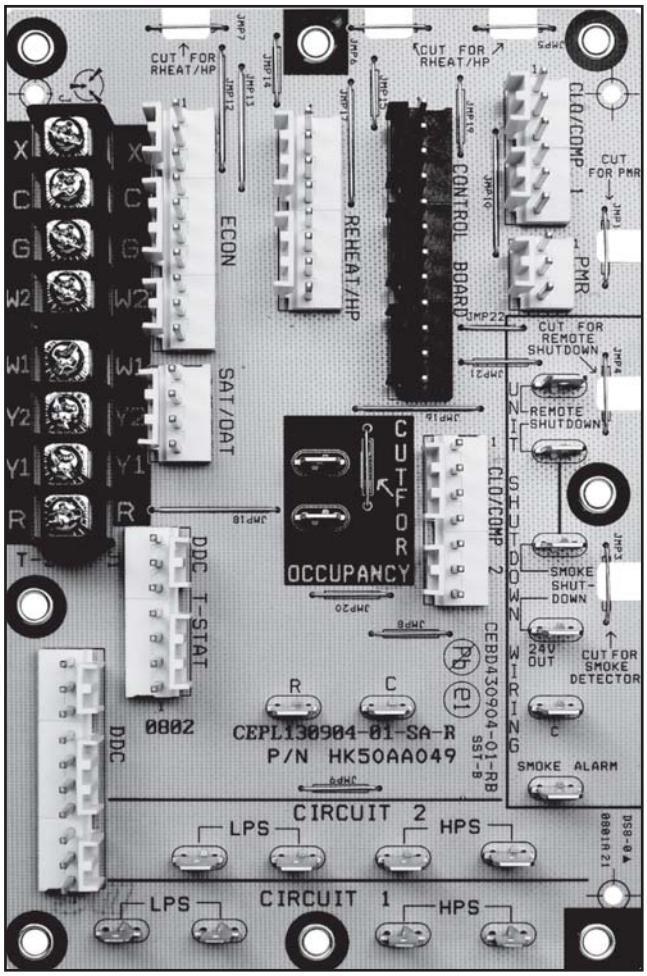

Fig. 34 – Central Terminal Board
2. O controlador deve estar no modo ocupado para acionar os ventiladores do exaustor motorizado. Para deixar o controlador no modo ocupado, verifique o jumper "CUT FOR OCCUPANCY" na Placa Central de Terminais (consulte a Fig. 34).
3. Coloque o fio de ligação nas entradas do termostato entre os terminais R e G para solicitar o acionamento do ventilador interno. Consulte a Fig. 34.